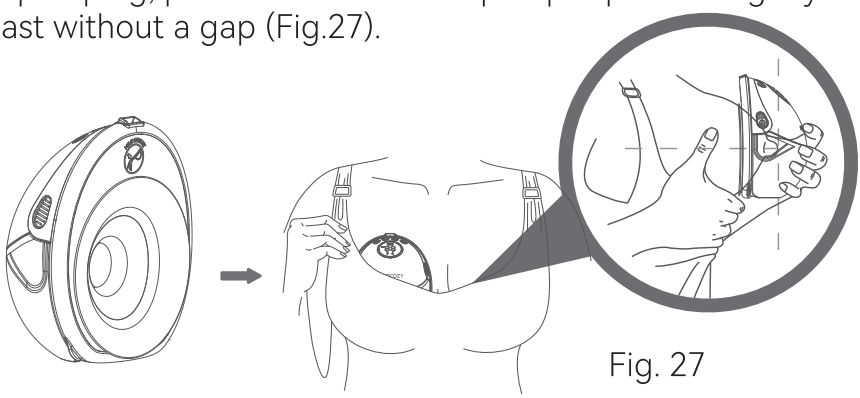

Fig. 27
a. Before pumping, please make sure the pump is pressed tightly on your breast without a gap (Fig.27).